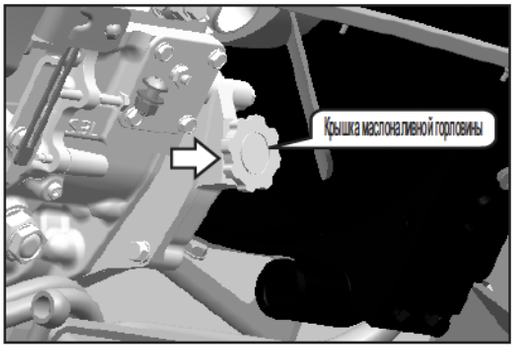

Рис. 5.3c
2. Залейте моторное масло указанного типа до требуемого уровня ёмкости поддона из крышки масляного фильтра (Рис. 5.3c и 5.3d).